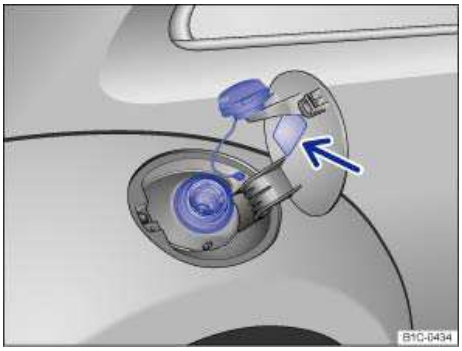

Fig. 136 Fuel cap placed on the open fuel filler flap.
- Unscrew the fuel cap counterclockwise and remove. Use the slot on the filler flap to hold the cap while refueling ⇒ fig. 136.
The correct fuel grade for your engine is shown on a sticker located on the inside of the fuel filler flap ⇒ fig. 136.